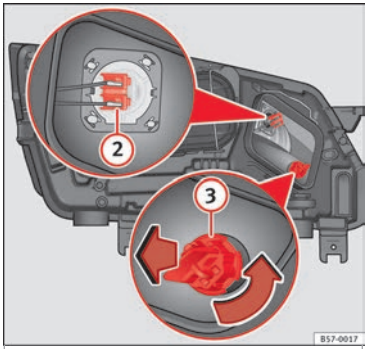

Fig. 105 In the engine compartment: main beam headlight bulb (2) and turn signal bulb (3).
3. Slide connector ››› **Fig. 105** (2) to the left or right and pull.
3. Turn the bulb holder ››› **Fig. 105** (3) anticlockwise and pull.